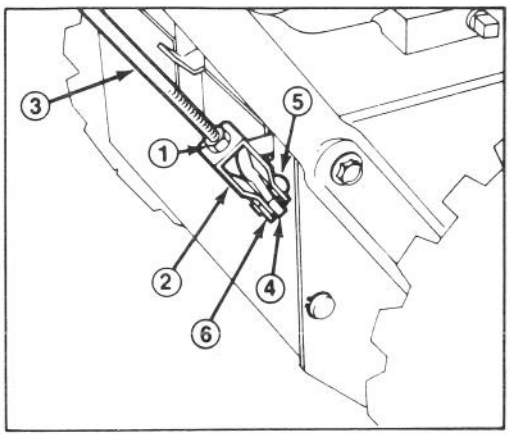

Abbildung 5
1. Die Kontermutter oben am Gabelkopf auf dem oberen Gestänge lösen (Abb. 5).
2. Die Löcher im Gabelkopf und dem unteren Gestänge zur Deckung bringen, mit Gabelbolzen befestigen (Abb. 5).
5. Nach der Verstellung den Gabelbolzen einsetzen und mit Splint befestigen. Kontermutter fest anschrauben, um Gabelkopf zu halten (Abb. 5).